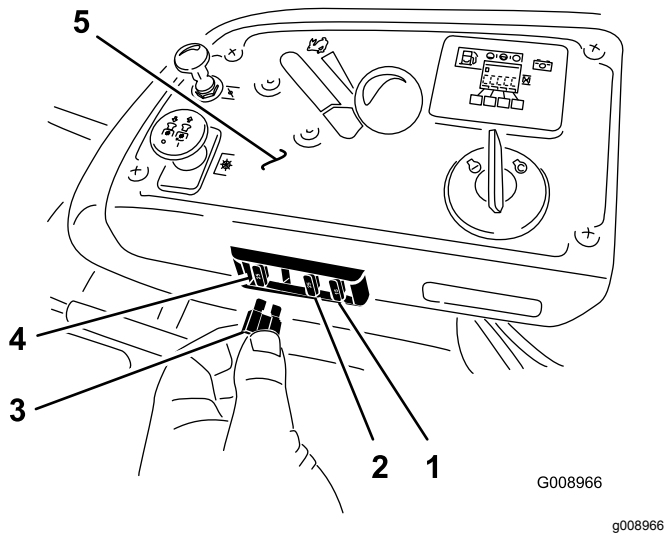

Figur 73
Sikringene er plassert på konsollen til høyre for setet (Figur 73).
2. Sett inn en ny sikring (Figur 73).